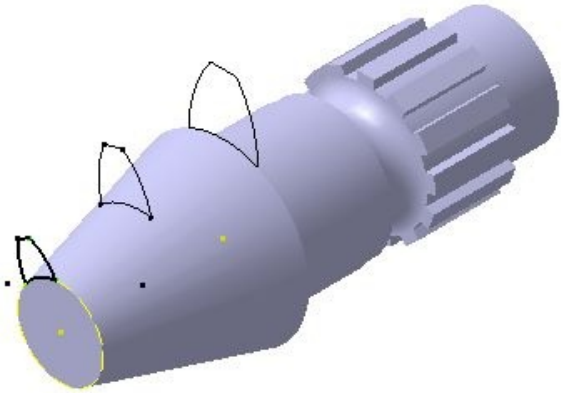

Figure 9-74 *Third section for the multi-section solid feature*
18. Similarly, create the third section on the left most planar face of the base feature of the model. While creating the third section, project the first section and reduce its size to 50% and then rotate it by 30 degree from the horizontal. After scaling and rotating the feature, the profile of the third section will be created as shown in Figure 9-74.